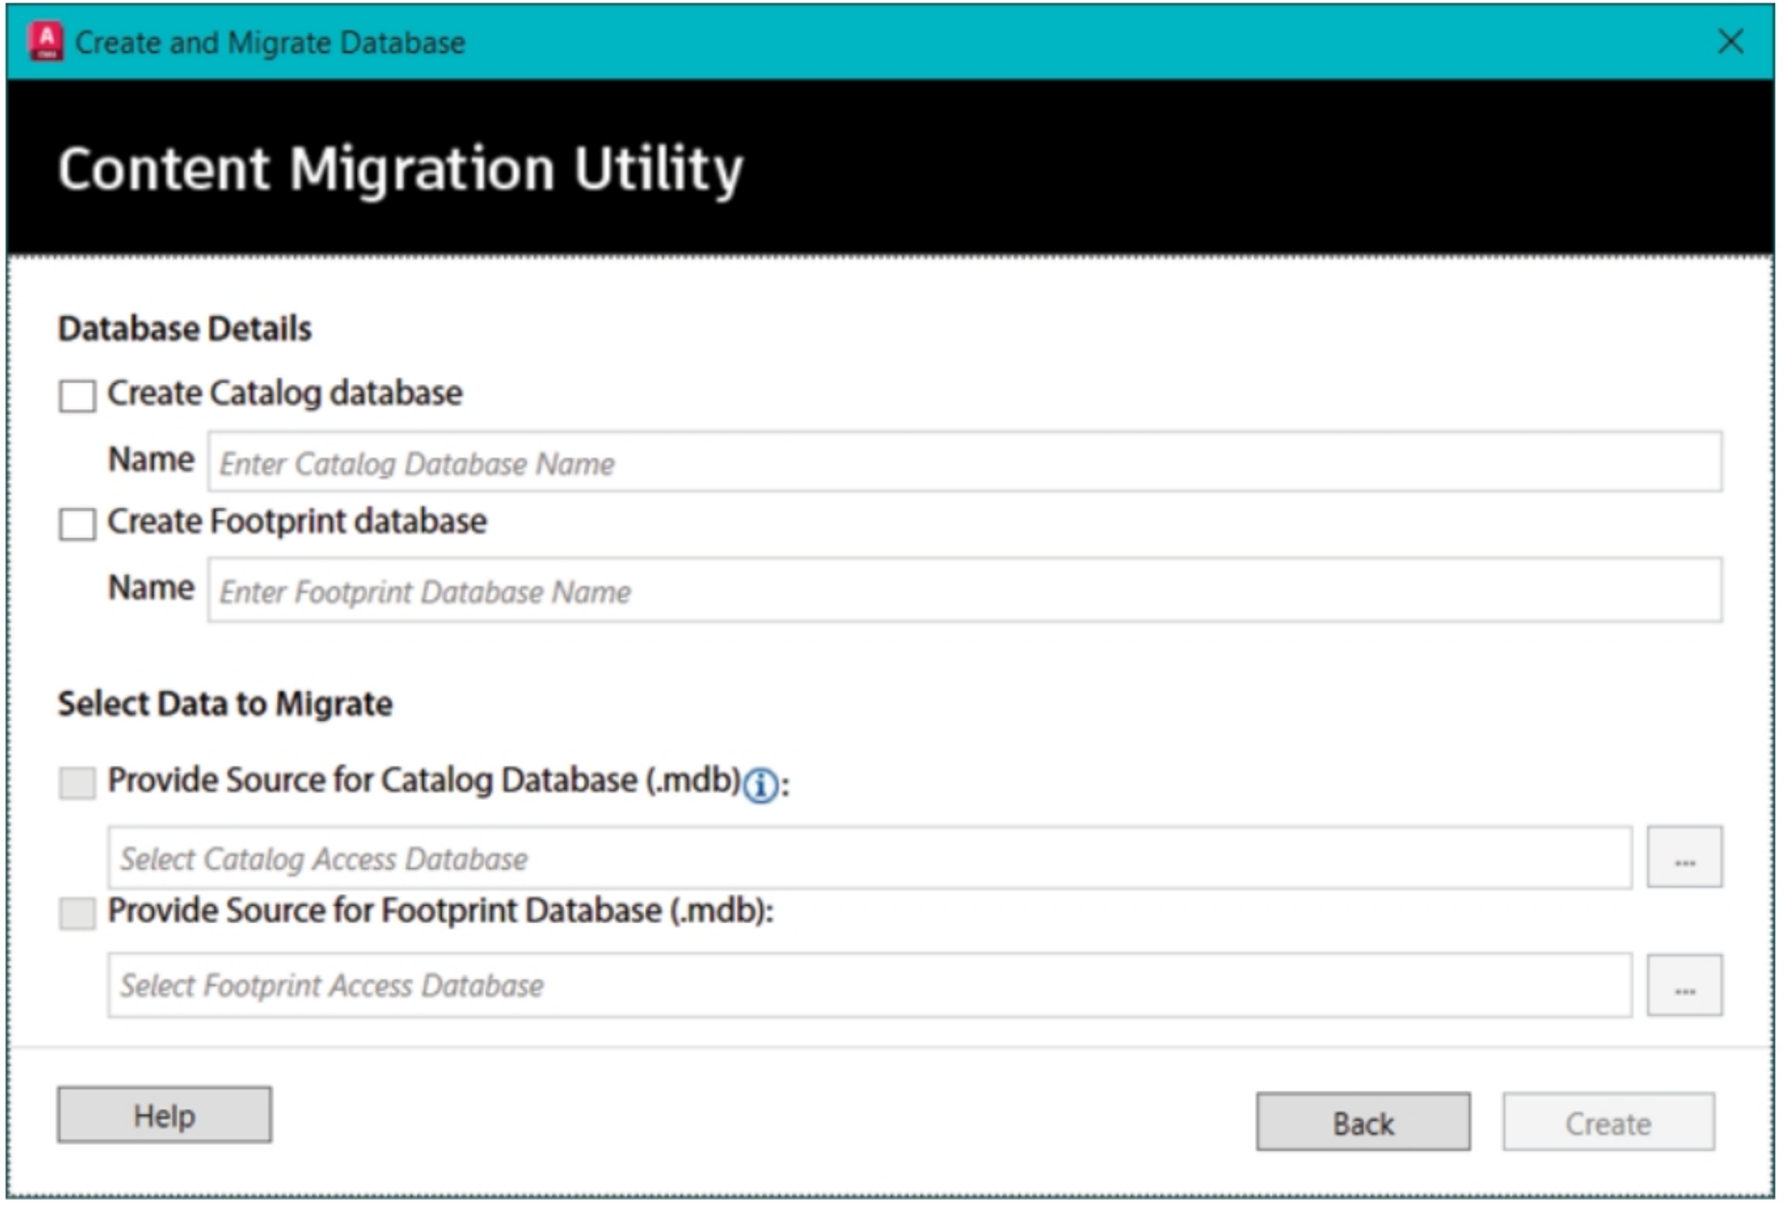

Figure-68. Database Details page
- Specify desired authentication parameters and click on the **Next** button. The **Database Details** page will be displayed in the application window; refer to Figure-68.